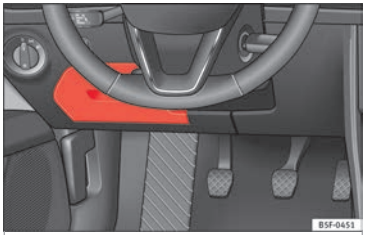

Fig. 101 En el tablero de instrumentos del lado del conductor: tapa de la caja de fusibles.
- *Abrir:* abata la cubierta hacia abajo ››› **fig. 101**.